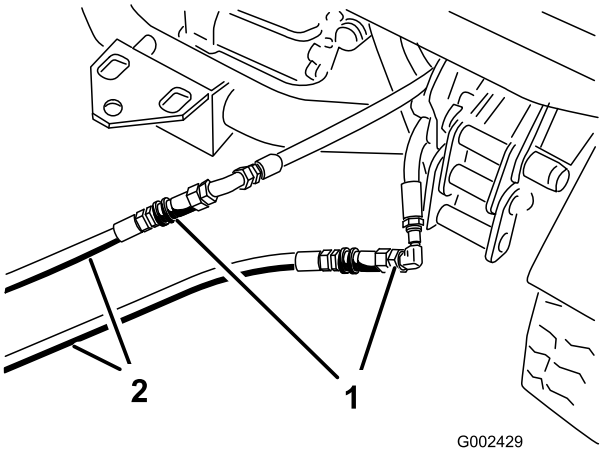

Figur 76
3. Koble de to forbindelsesslangene på det deaktiverte kjøretøyet til slangene som ble koblet fra (Figur 76). Dekk til ubenyttede nipler.